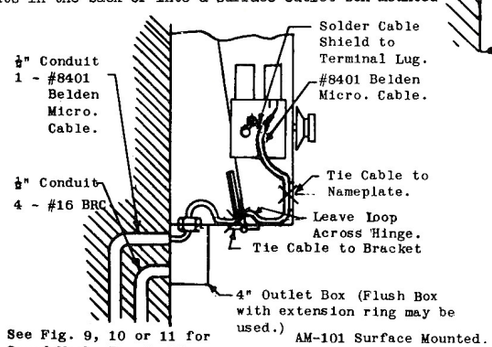

FIGURE 3
3. AM-101 VOLUME CONTROL AMPLIFIER - Figure 3 shows the concealed conduit installation, wiring and method of connections for surface mounting using an outlet box. Refer to Figure 1 for recessed installation, and Figures 9, 10 or 11 for concealed conduit connections to the sound mechanism. When #8401 Belden Microphone Cable is substituted for SH-2100 Coaxial Cable, a compensating capacitor (supplied by the customer) should, due to the difference in capacity of the two cables, be connected across R_7 in the cathode circuit of VT_2 in each AM-1000 Volume Control Amplifier per Figure 4 in order to obtain the frequency response characteristics shown